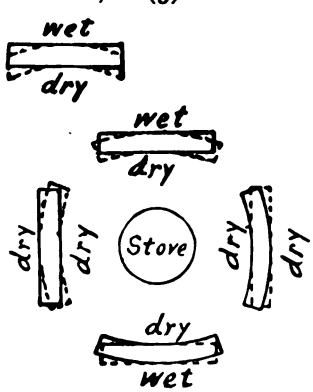

FIG. 687.
Warping, To Remove.—Of course the simplest way to straighten a warped board is to put a weight on it, but the difficulty here is that it usually will stay straight only while the weight is on it, unless you leave it longer than the patience of the average amateur lasts. To do this (or to warp a straight board either) with some chance of success, (1) heat one side, or (2) wet one side, or (3) wet one side and heat the other, or (4) wet both sides and expose one to the fire (Fig. 687). But do not be too sure that the result will be lasting. Sometimes it will and sometimes not. Another way is to thoroughly soak the board, press it into shape between clamps or under a weight, and leave it until dry; a week or more is none too long, and boiling water is better than cold. Simply laying a board down on a flat surface will often cause it to warp, because the two sides of the board will be unequally exposed to the action of the atmosphere. Planing off one side only, or planing one side more than the other, often produces the same effect. See pages 50–53 and Appendix.